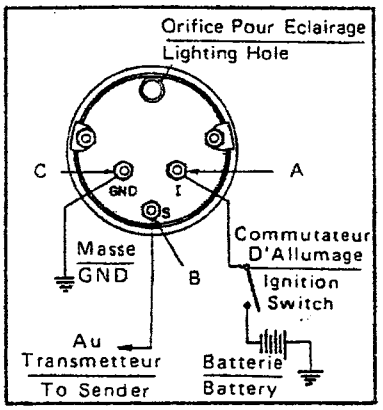

FIGURE 4
4. Si la jauge a TROIS BORNES: (A) pour raccordement au commutateur d'allumage, (B) pour raccordement au transmetteur, (C) pour raccordement à la masse. Voir Figure 4.
4. If gauge has THREE TERMINALS: (A) for wire to ignition, (B) for wire to sending unit, (C) for wire to ground. See Figure 4.